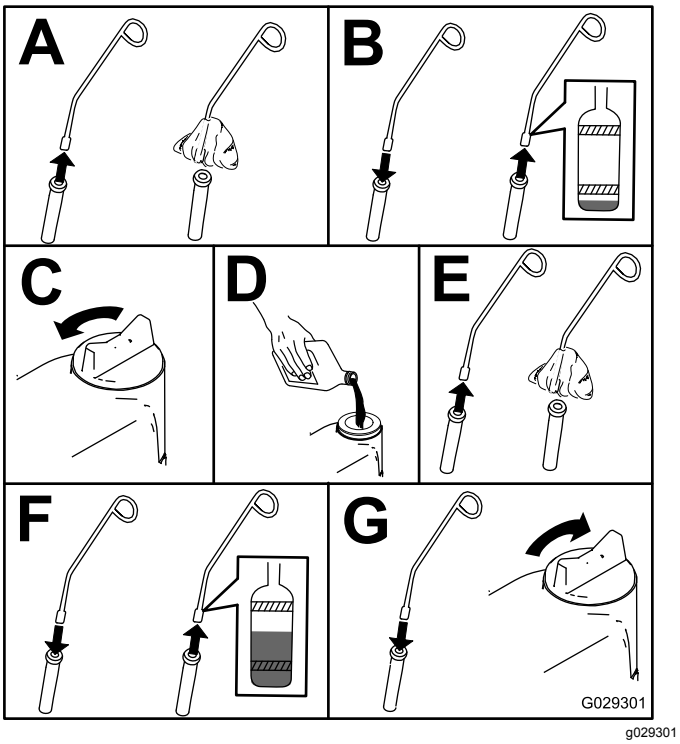

Figur 47
3. Kontroller motoroljenivået som vist i Figur 47.